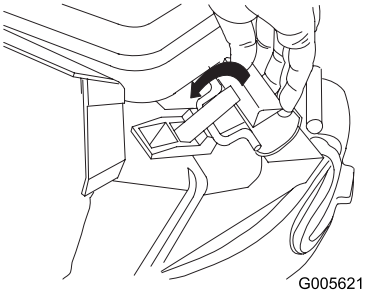

Figur 25
4. Trekk håndtaket bakover til låsen låses inn i hakket på poselukelåsen (Figur 25).